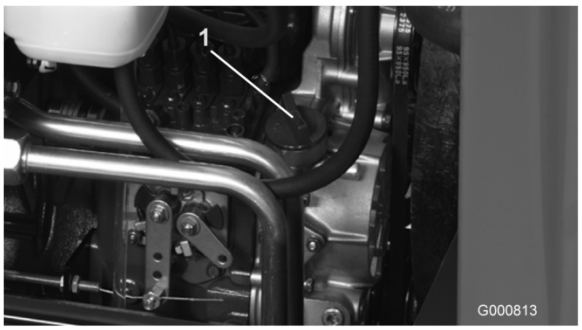

Figur 18
3. Hvis oliestanden er lav, skal du fjerne oliepåfyldningsdækslet (Figur 18) og fylde olie på, indtil oliestanden når FULL-mærket på oliepinden. Fyld ikke for meget på.